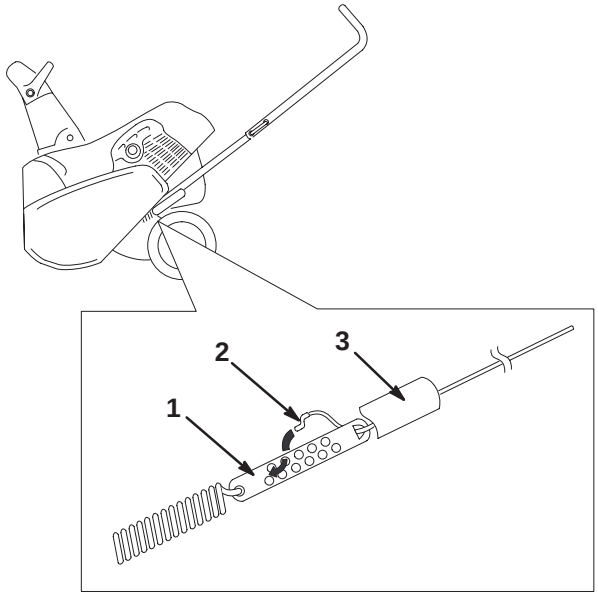

Figur 18
2. För upp fjäderkåpan längs med vajern för att frilägga vajerjusteraren (figur 18).